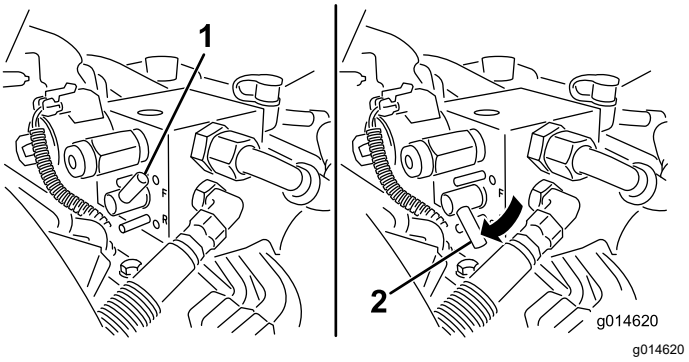

Figuur 53
5. Draai de wethendel naar ACHTERUIT (R) (Figuur 53).